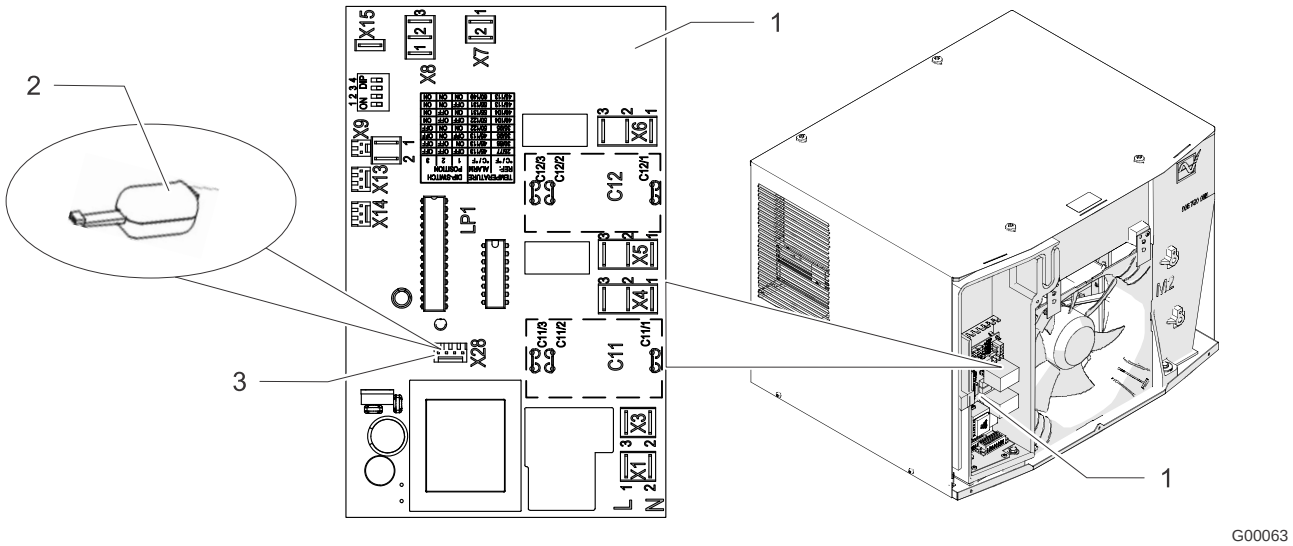

Abb. 27: Serviceschnittstelle
- Der Anschluss für den USB-Adapter (Abb. 27, Pos. 2) ist auf dem Schaltplan mit dem Betriebsmittelkennzeichen X28 (Abb. 27, Pos. 3) markiert.
Die Controller-Platine (Abb. 27, Pos. 1) mit der Serviceschnittstelle X28 (Abb. 27, Pos. 3) ist zugänglich.
2. Den USB-Adapter (Abb. 27, Pos. 2) an der Serviceschnittstelle X28 anschließen.